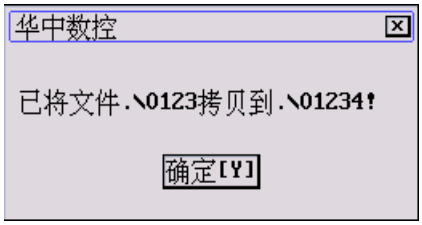

图 5.4.11 拷贝成功提示
(5) 按 5.4.1 节的步骤(3)~(7)选择要拷贝的目标文件路径；
(6) 按 5.4.1 节的步骤(8)~(10)在“文件名”栏输入要拷贝的目标文件名，如“O1234”；
(7) 按 **Enter** 键，弹出如图 5.4.11 所示的提示对话框；